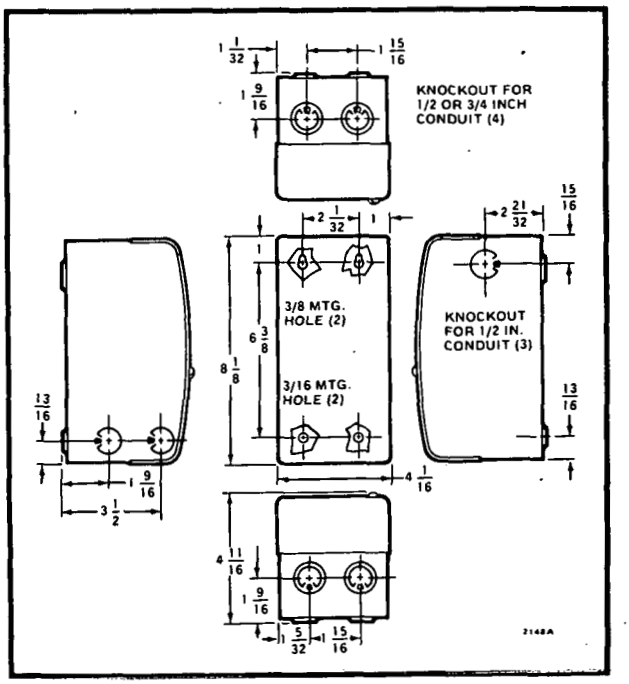

FIG. 1—MOUNTING DIMENSIONS (WITH ENCLOSURE NO. 129703A). CONTACTOR MOUNTING SCREWS ARE INCLUDED WITH ENCLOSURES.
2. All metal enclosure 129703A. See Fig. 1.